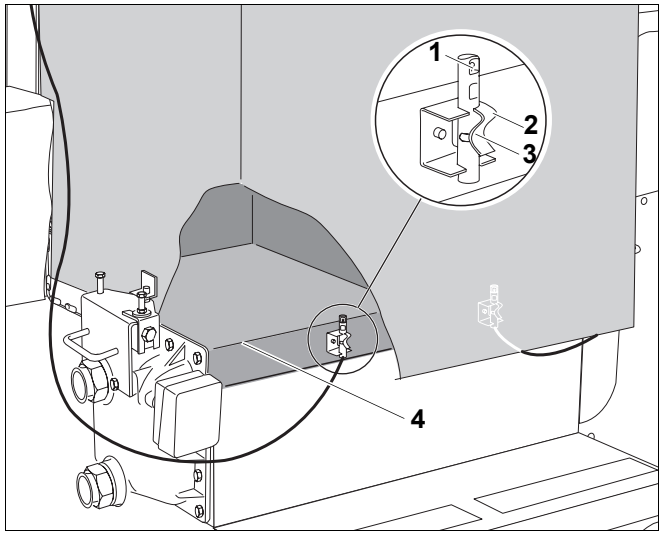

Rys. 54 Miejsce montażu czujnika temperatury spalin
- Spłaszczony koniec główki czujnika (rys. 54, **poz. 1**) musi wskazywać w kierunku przerywacza ciągu.
- Oznaczenie (rys. 54, **poz. 3**) na dolnej części czujnika temperatury spalin musi być skierowane w kierunku przeciwnym do bloku kotła.
- Ustawić czujnik temperatury spalin równolegle do kantu blachy (rys. 54, **poz. 4**).
- Zsunąć do dołu czujnik temperatury spalin, lekko naciskając na sprężynę (rys. 54, **poz. 2**) uchwytu, tak aby sprężyna weszła w wycięcie czujnika temperatury spalin.